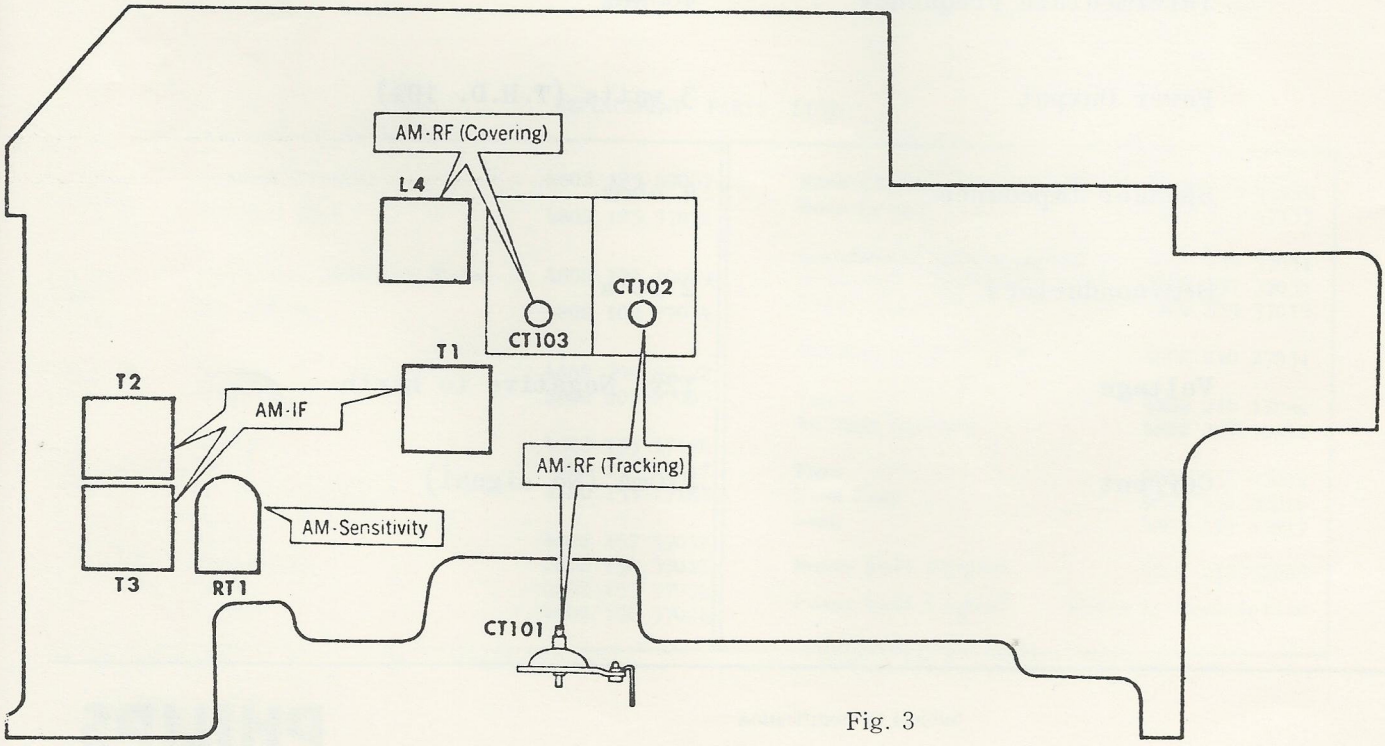

Fig. 3
(2) Alignments (Refer to Fig. 3. for ADJUST POINTS.)